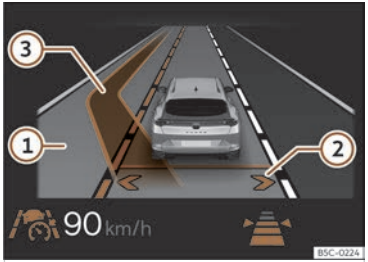

Fig. 151 Sur l'écran du tableau de bord : affichage du changement de voie assisté (représentation graphique).
Ainsi, le changement de voie assisté est activé. Les flèches de votre propre voie sur l'écran du tableau de bord s'affichent en gris ››› **fig. 151** ②
Si le système n'a détecté aucun objet dans le champ de détection du système de capteurs et qu'un changement de voie assisté est possible vers une voie adjacente, la voie correspondante s'affiche sur l'écran du tableau de bord à côté de la voie sur laquelle se trouve le conducteur. La flèche du côté de la voie correspondante s'affiche en blanc ››› **fig. 151** ②.